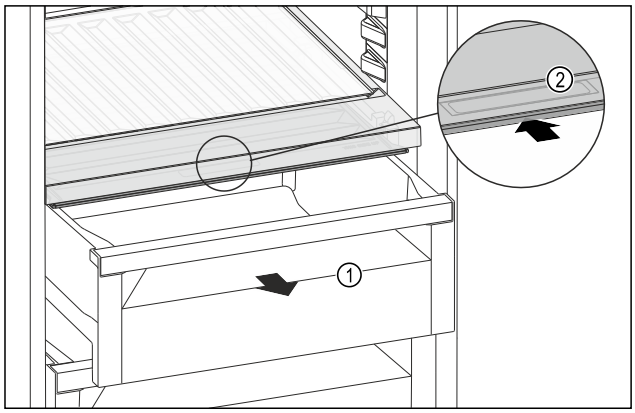

Fig. 196
▶ Extrageți sertarul *Fig. 196 (1)*.
▶ Prindeți mânerul încastrat *Fig. 196 (2)* de la capacul compartimentului și glisați concomitent capacul compartimentului spre partea posterioară.